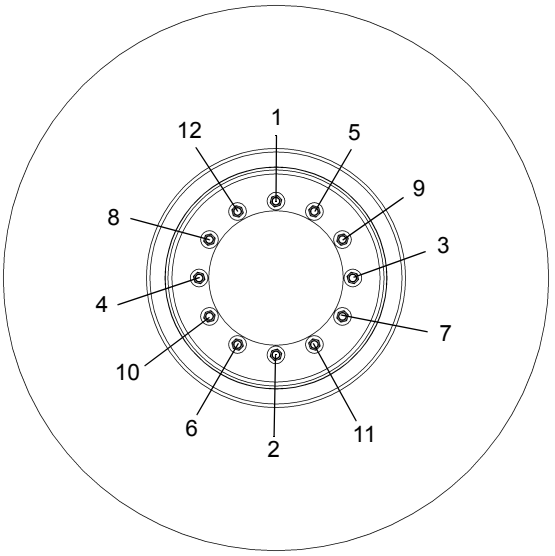

FIGURA 8-4
1. Coloque la rueda en los espárragos de montaje procurando evitar dañar las roscas. Instale las tuercas de rueda y apriételas a 68 Nm (50 lb-pie) siguiendo la secuencia ilustrada en la (Figura 8-4).
3. Apriete las tuercas de rueda a 461 a 488 Nm (340 a 360 lb-pie) siguiendo la secuencia ilustrada (Figura 8-4).